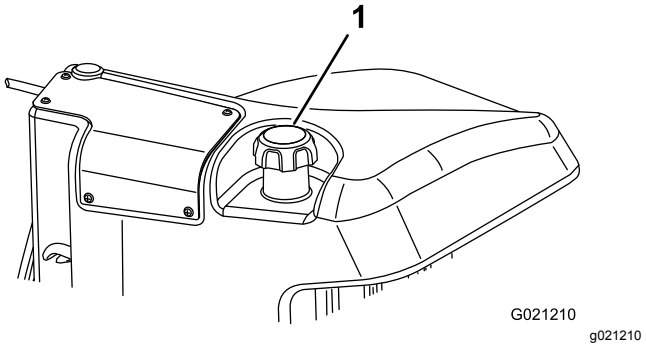

Figur 29
3. Fjern dækslet fra brændstoftanken (Figur 29).